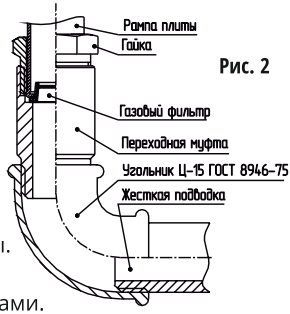

Рис. 2
- Жесткое подсоединение к газовому стояку (рис. 2) производится с помощью переходной муфты (в комплект поставки не входит).